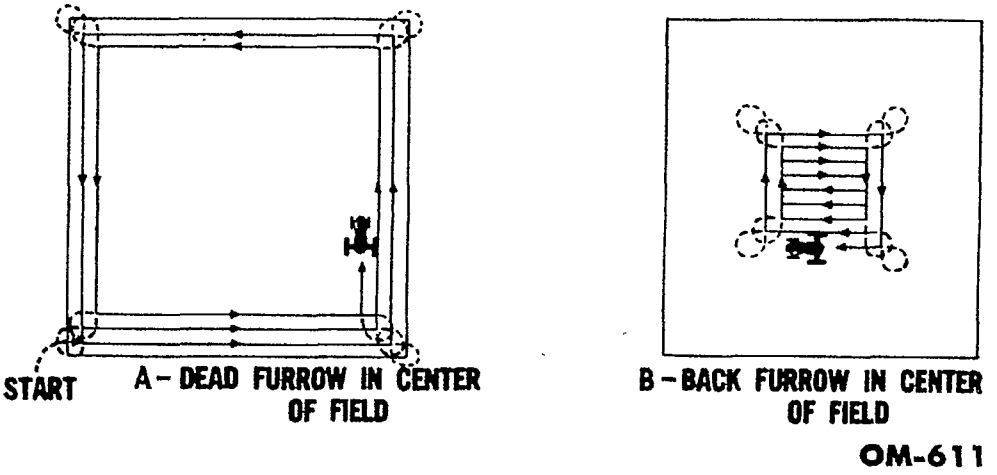

Fig. 82—Rectangular Plowing
b. Rectangular Plowing. To leave the dead furrow in the center of the field, an opening furrow is plowed around the field. Continue following this furrow until the area is plowed (fig. 82-A). One big
To plow from the center of the field, the first step is to make a short back furrow in the center of the field (fig. 82-B). Plow along this back furrow until the area is large enough to plow around the rectangle. Turns in this method are made on unplowed ground.